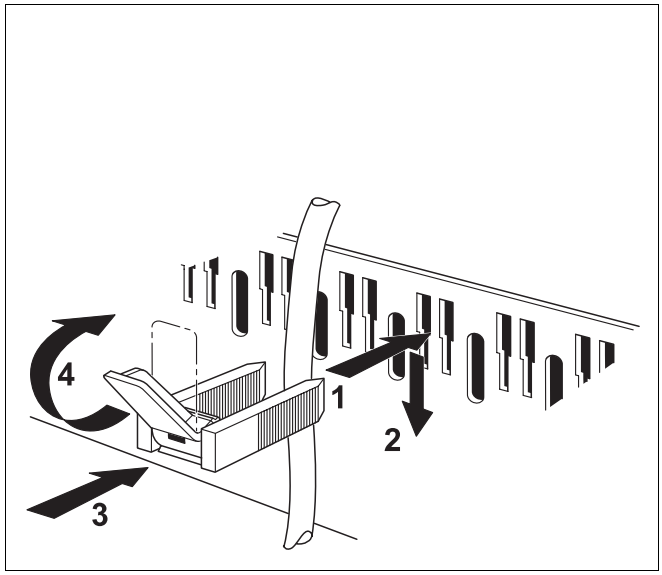

Рис. 7 Кабельный ввод и фиксатор провода
- Вставить фиксатор со вложенным в него проводом так, как показано на рис. 7, сверху в вырезы рамки (рис. 7, **шаг 1**).
- Сдвинуть фиксатор провода вниз (рис. 7, **шаг 2**).
- Нажать на хомут (рис. 7, **шаг 3**).
- Повернуть рычажок вверх (рис. 7, **шаг 4**).